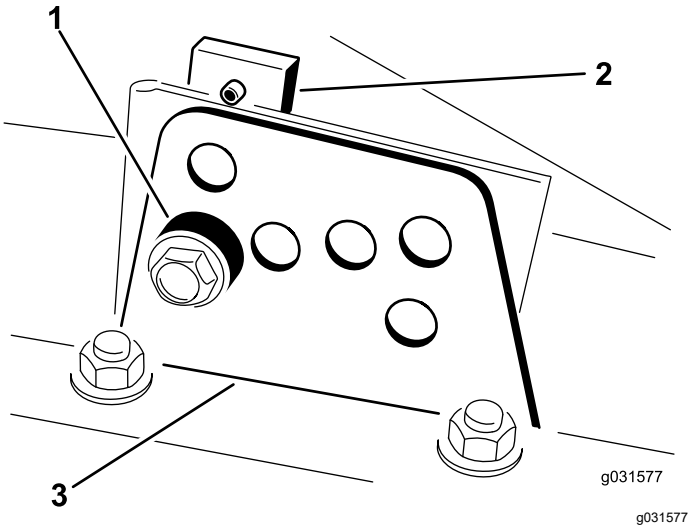

图 17
2. 拧松将各剪草高度支架固定至剪草高度板的螺栓前面和两侧如 图 17所示。
4. 在支撑起切割腔的同时取出隔片 (图 17)。